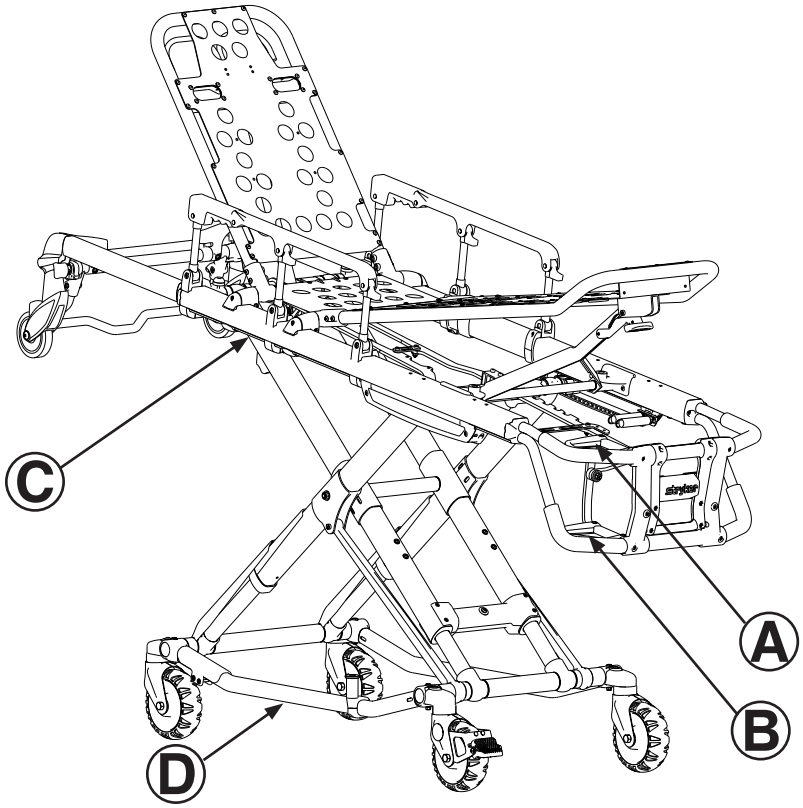

rys. 13
1. Operator znajdujący się od strony podnóżka noszy ściska uchwyt zwalniający (A lub B) jednocześnie trzymając mocno drążki do podnoszenia (patrz rys. 13).
2. Operator znajdujący się od strony bocznego uchwytu zwalniającego powinien złapać uchwyt znajdujący się w środkowej części ramy blatu noszy (C). Obaj operatorzy muszą podnieść nosze do momentu odciążenia mechanizmu zapadkowego (około 6,35 mm) (patrz rys. 13).
4. **Operator 1** — chwycić ramę noszy po stronie stóp. Podnieść nosze od strony podnóżka tak, aby odciążyć mechanizm zapadkowy. Ścisnąć i przytrzymać uchwyt zwalniający (A lub B, jak przedstawiono na rys. 13, strona 11-26).